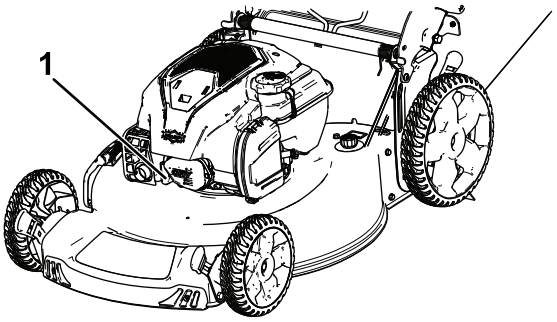

**Rysunek 26**
2. Odłącz przewód od świecy zapłonowej (Rysunek 26).